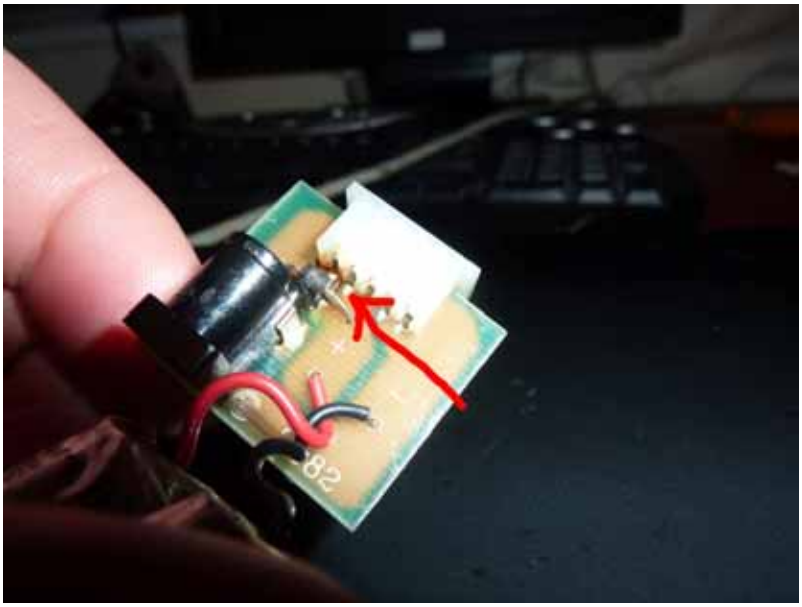

Figure 30 Blown Schottky Diode on Mini PCB
2. Fast charging above 400mA blows the diode and the battery will not charge through the main charge socket (there will usually be some melting of the case at its end). Figure 30 shows a blown diode on the battery’s mini-PCB.